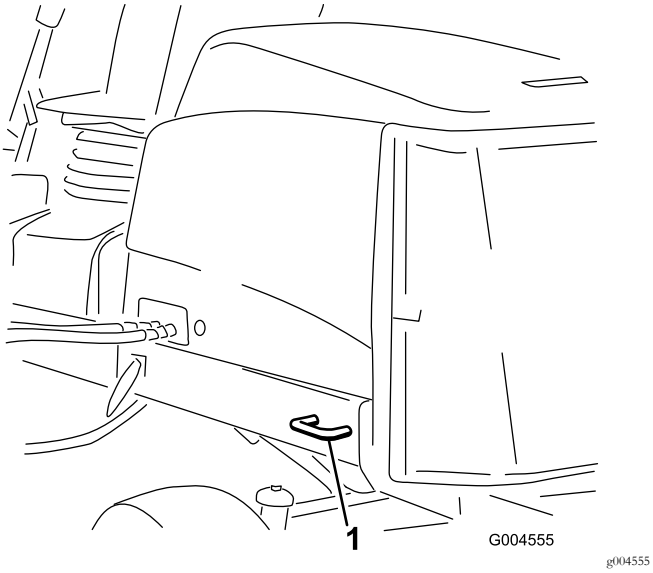

**Figura 25**
- **Parte posteriore della macchina** – Ogni lato della macchina sul telaio posteriore (Figura 25).